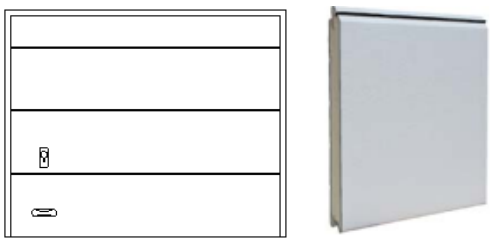

Rys. 3. Brama z panelami gładkimi (slick)
c) brama bez przetłoczeń (slick) – rys. 3